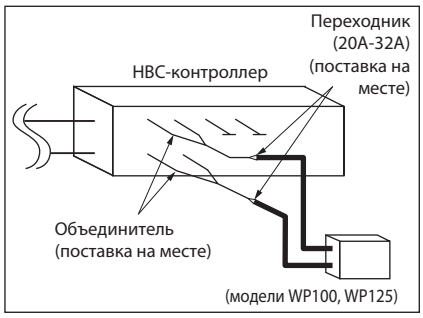

Рис. 6-2-1A
• При подсоединении внутренних блоков WP100 или 125 к HBC-контрллеру, подсоедините каждый блок к двум комплектам двух портов HBC-контроллера, используя два объединителя (Y-соединение). (См. Рис. 6-2-1A)
• Подсоедините переходник (20A-32A) к объединенной стороне каждого объединителя (См. Рис. 6-2-1A)
• При подсоединении внутренних блоков WP100 или 125 к HBC-контррллеру, подсоедините каждый блок к двум комплектам двух портов HBC-контроллера, используя два объединителя (Y-соединение). (См. Рис. 6-2-1A)